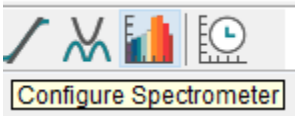

Fig. 3: Configure Spectrometer
11. Click the Configure Spectrometer Data Collection button (Fig. 3, 4). Select "Abs vs. Concentration" as the collection mode. The wavelength of maximum absorbance (λ_{max}) will be automatically selected from your previous graph from the curve's maximum. This number should be close to 680 nm. If it is not, click Clear and type in 680. Otherwise, click OK.